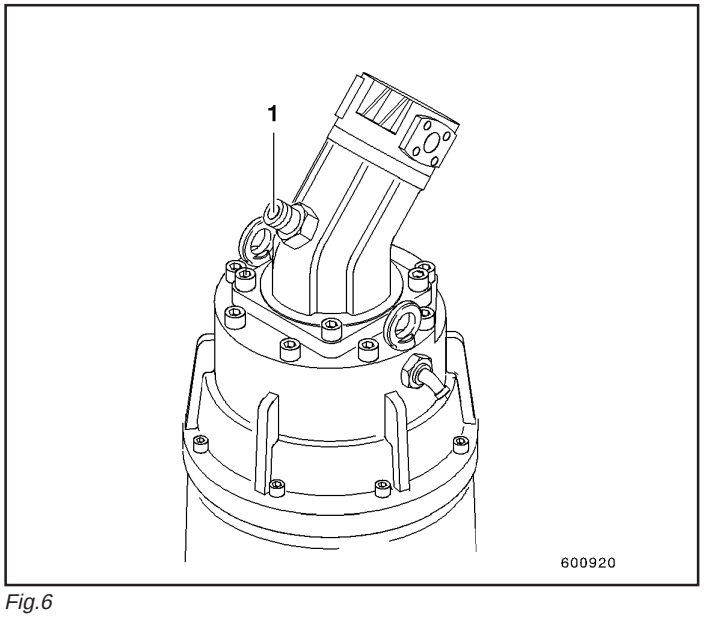

Fig.6
- Motor de giro: orifício da conexão de óleo de vazamento (1, Fig.6).